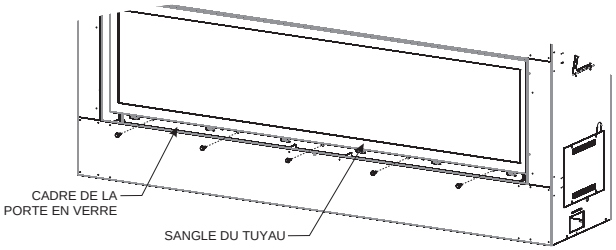

Figure 94
Avant d'enlever la porte vitrée, le support de limiteur de porte doit être retiré. À l'aide d'un chasse-écrou hexagonal de 5/16 po (8 mm), enlever les (5) vis nº 10-24 x 3/8 (10 mm) maintenant le support du limiteur sur la bride inférieure du cadre de porte vitrée. Mettre le limiteur de côté. **Voir Figures 94 et 95**.